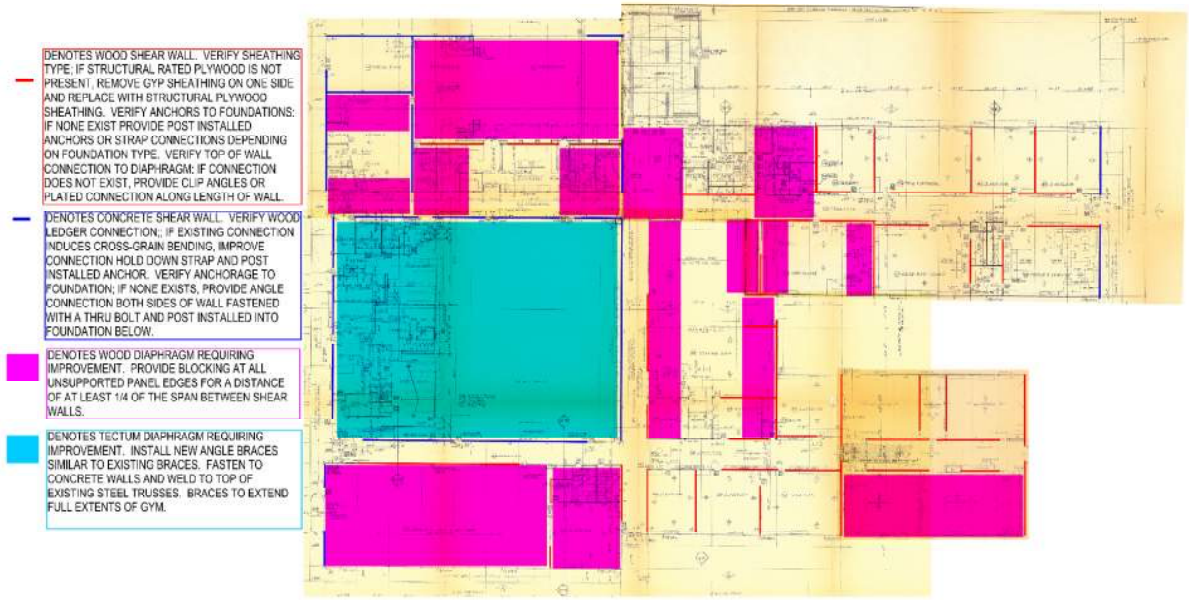

Figure 2-Shear Wall and Diaphragm Improvement Plan
- **Shear stress in Shear Walls:** Many of the light-framed shear walls in the building appear to be sheathed with gypsum board which is insufficient to resist the required seismic loads. It is recommended to verify sheathing type, and walls that are found to be sheathed with only gypsum wallboard be re-sheathed with structural rated plywood panels. See Figure 2 for approximate extents of walls to be verified and potentially re-sheathed.
- **Diaphragm Improvements:** The building has a roof diaphragm comprised of unblocked plywood sheathing. In areas where roof diaphragms span greater than 40 ft between shear walls, blocking should be installed at panel edges to provide sufficient capacity for a distance of about ¼ of the span between shear walls. See Figure 2 for approximate extents of work.